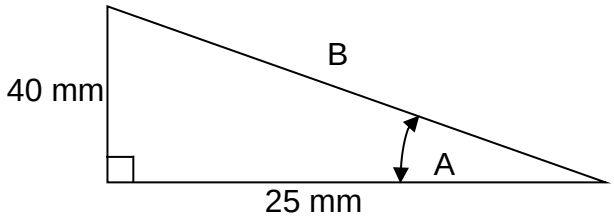

FIGUUR 6
7.1 FIGUUR 6 hier onder toon 'n trollie wat teen 'n helling opgetrek moet word. Bereken die lengte van die helling B. (3)